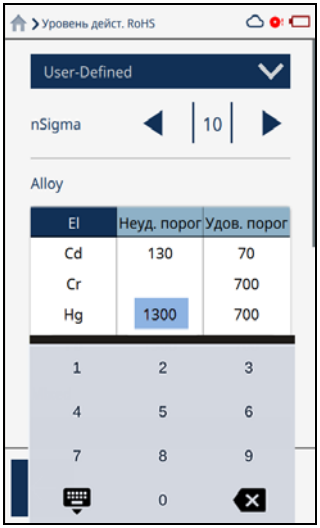

Рис. 2-89 Установка порогового значения
1. Дважды щелкните в поле **Неуд. порог** или **Удов. порог**, чтобы выделить значение и отобразить клавиатуру (см. Рис. 2-89 на стр. 94).